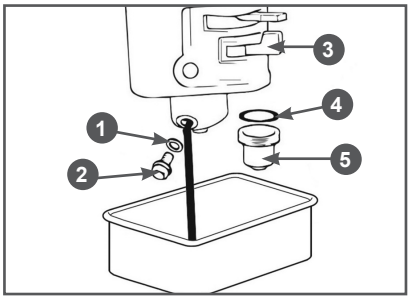

Рис. 35 Обслуживание карбюратора
1. Установите под карбюратор подходящую емкость (Рис. 35).
2. Установите рычаг топливного крана 3 в положение «ЗАКРЫТО» (Рис. 35).
3. Открутите болт 2 сливного отверстия и слейте топливо из поплавковой камеры карбюратора в приготовленную для этого ёмкость (Рис. 35).
4. Открутите стакан отстойника 5, вылейте из него топливо в заранее подготовленную емкость (Рис. 35).
1. Слейте топливо из топливного бака и карбюратора (Рис. 35).